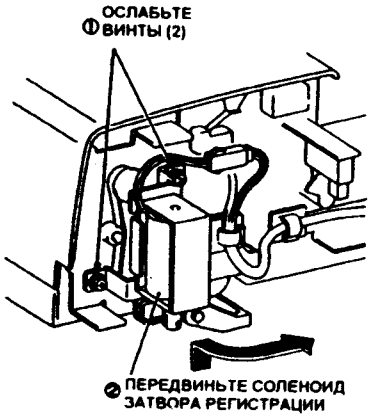

Рис. 1
3. (Рис. 1): Немного сдвиньте соленоид затвора регистрации.